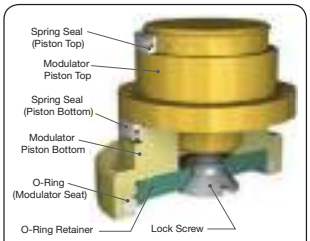

Figure 52: Modulator Piston Assembly
h. Final Modulator Piston Assembly is shown in Figure 52.